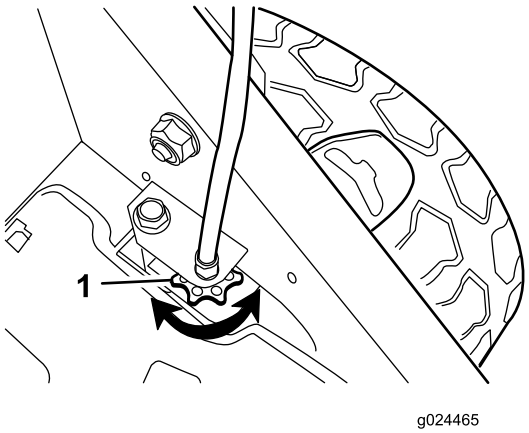

Figur 19
- Om hjulen inte snurrar när du drar in självdrivningsstången är drivremmen för lös. Rotera hjuldrivningsreglageratten (Figur 19) ett varv medsols och upprepa stegen 3 till 5.
- Om hjulen snurrar innan du har dragit in självdrivningsstången helt, är drivremmen för hårt spänd. Rotera hjuldrivningsreglageratten (Figur 19) ett varv motsols och upprepa stegen 3 till 5.